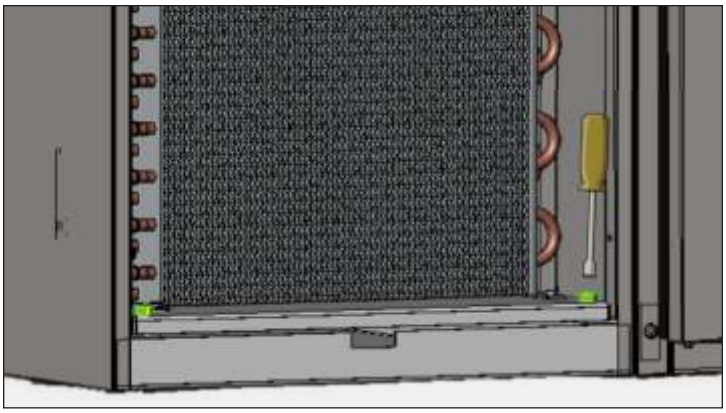

***Fig. 5.*** Remove the condensing base bolts.
6. Remove the condenser base bolts. See fig. 5.